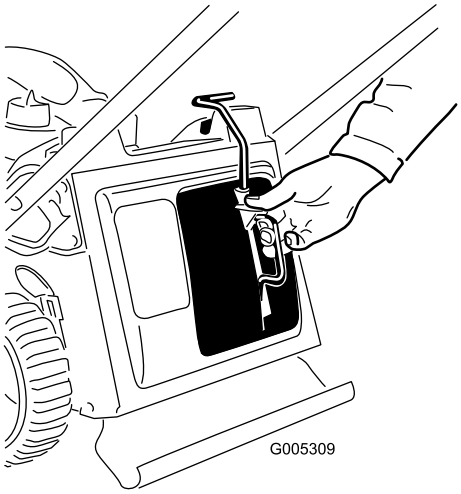

Figur 27
1. Ta bort mullningspluggen (Figur 27).